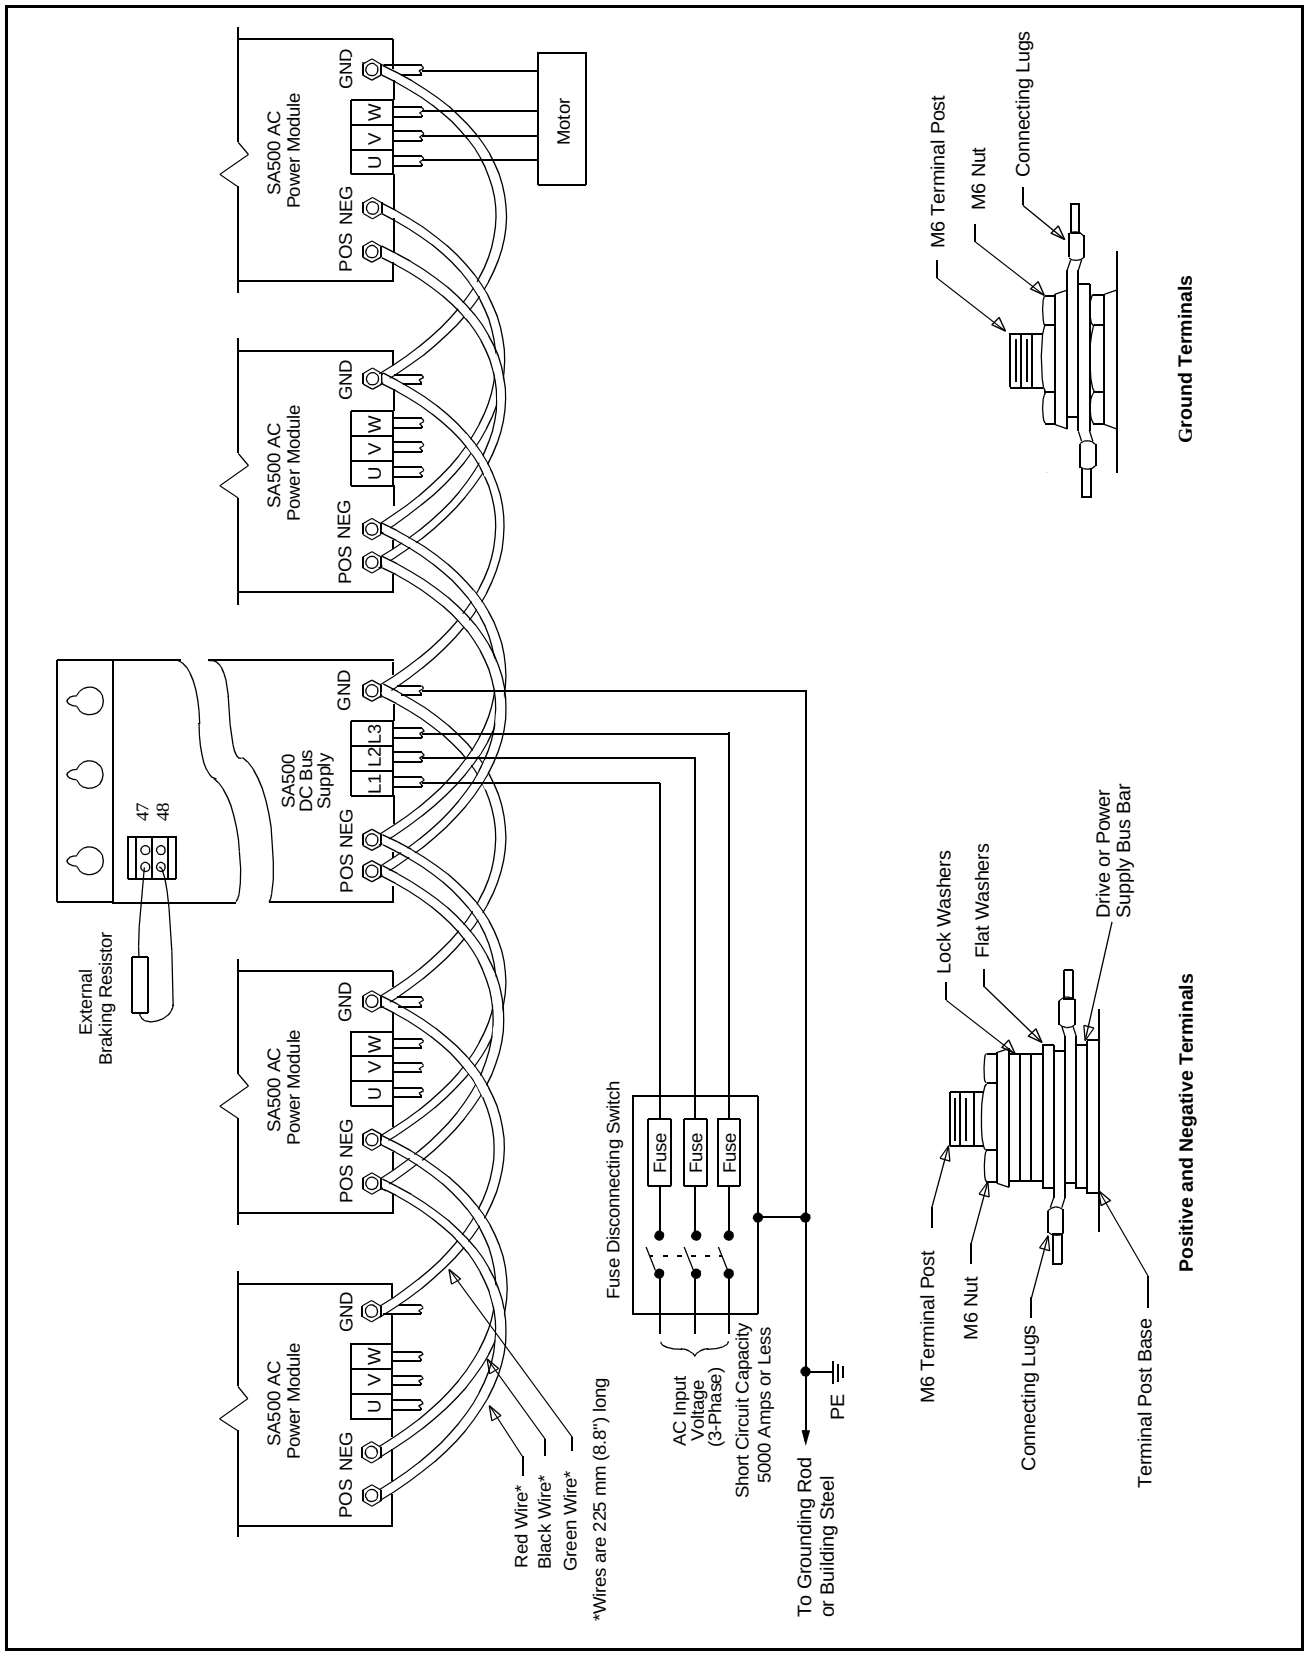

Figure 3.3 – SA500 DC Bus Supply Wiring
The grounding stud (GND) on the DC bus supply must be connected externally to earth ground (PE) as shown in figure 3.3 on page 3-8 and checked with an ohmmeter before power is applied. Use a star washer (toothed lock washer) on the grounding stud to ensure continuity.
Step 3. Connect the input power wiring per the NEC and local wiring codes as shown in figure 3.3. A fuse disconnecting switch must be placed in the AC line that feeds the DC bus supply. Select the proper value of short circuit protection fuse from table 3.3. Minimum/maximum input wire sizes are given in table 3.4. The phasing of the three-phase input lines (L1, L2, L3) is not critical. The proper DC bus polarity, however, must be observed. Be sure to connect the grounding stud (GND) to earth ground (PE) as shown in figure 3.3.